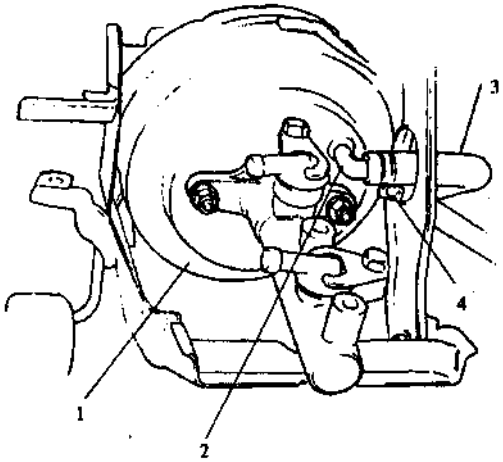

Fig.3.7-25
(6) Connect the vacuum hose to the vacuum booster as is indicated in Fig.3.7-25.